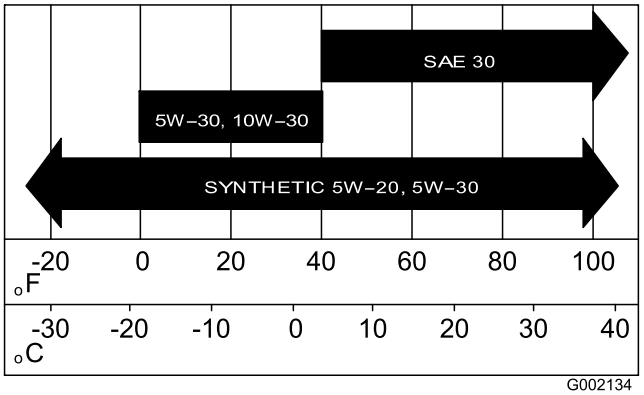

**Figur 31**
5. Fyld krumtaphuset med den angivne olie (Figur 31).